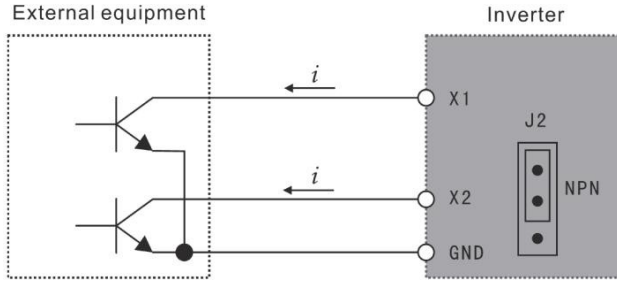

Abbildung 3-1 Verdrahtungsmodus vom Typ NPN
(1) Wenn für externe Geräte die Verdrahtungsart vom Typ NPN gewählt wird, entsteht eine Leckstromlogik, und der Strom fließt, wie in Abbildung 3-1 dargestellt, aus dem Eingangsklemmenanschluss ab (Stromquelle); gleichzeitig ist der Parameter F067=0 erforderlich.